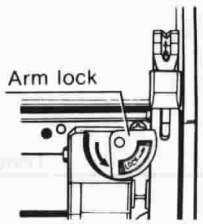

Fig. 2
1. Open the upper cabinet and turn the arm lock in the direction of arrow to lock the tonearm. **(See Fig. 2.)**